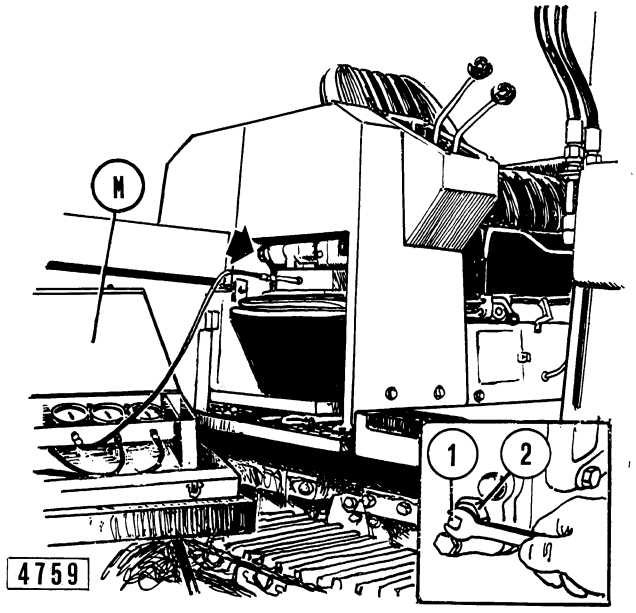

Fig. 15-15 - Adjusting the main relief valve (valve location arrowed).
Connect 250 bar (3626 psi) pressure gauge of kit 75294000 to pressure check point (1, fig. 15-15).
To adjust the setting, back off nut (2, fig. 15-15), and back off adjusting screw (1) to reduce or screw in to increase the setting.